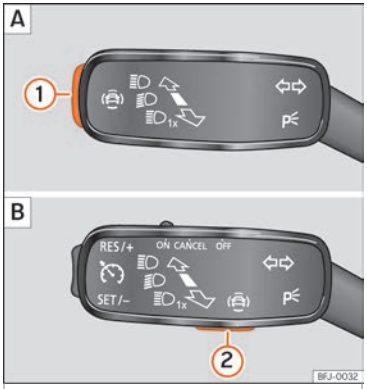

Fig. 115 Sulla leva degli indicatori di direzione e degli abbaglianti: tasti per i sistemi di assistenza alla guida (a seconda delle versioni).
- Premere brevemente il tasto ››› fig. 115 ① o ② per aprire il menu **Assistenza**.